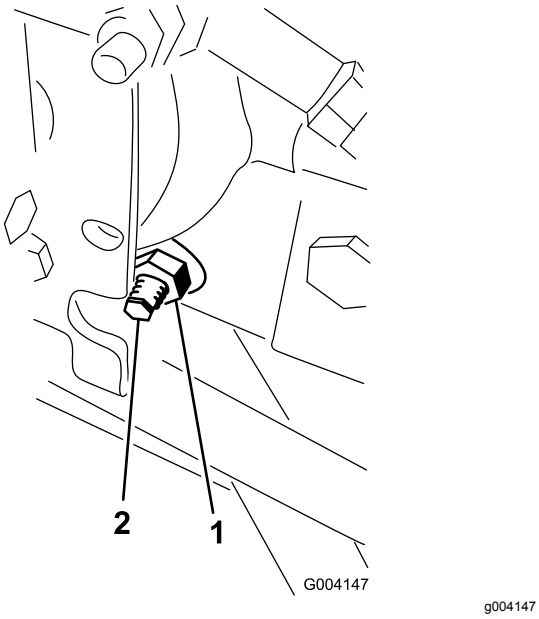

Figur 89
3. På den høyre siden av hydrostaten løsner du festeskruen på trekkjusteringskammen (Figur 89).